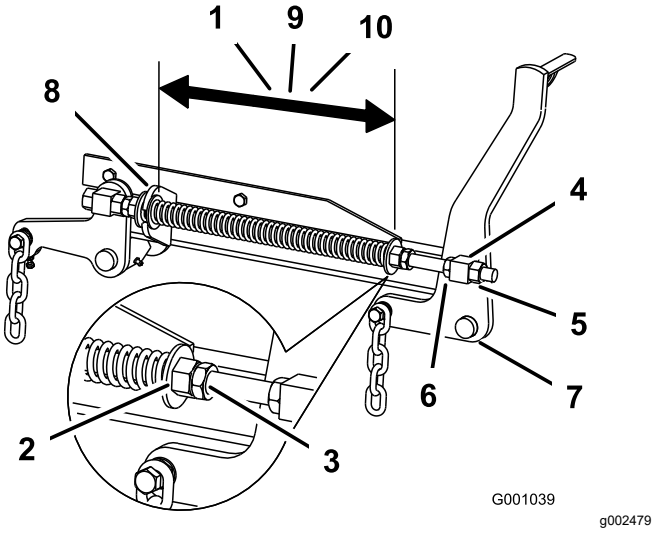

Rysunek 113
2. Sprawdź odległość pomiędzy dwiema dużymi podkładkami. Musi ona wynosić 28,2 cm dla kosiarek o szerokości podwozia 132 cm i 26,7 cm dla kosiarek o szerokości podwozia 152 cm lub 29,2 cm dla kosiarek o szerokości podwozia 183 cm (Rysunek 113).
3. Wyreguluj odległość, odkręcając przeciwnakrętkę sprężyny z przodu każdej sprężyny (Rysunek 113).
4. Zablokuj nakrętkę, dokręcając przeciwnakrętkę sprężyny (Rysunek 113).